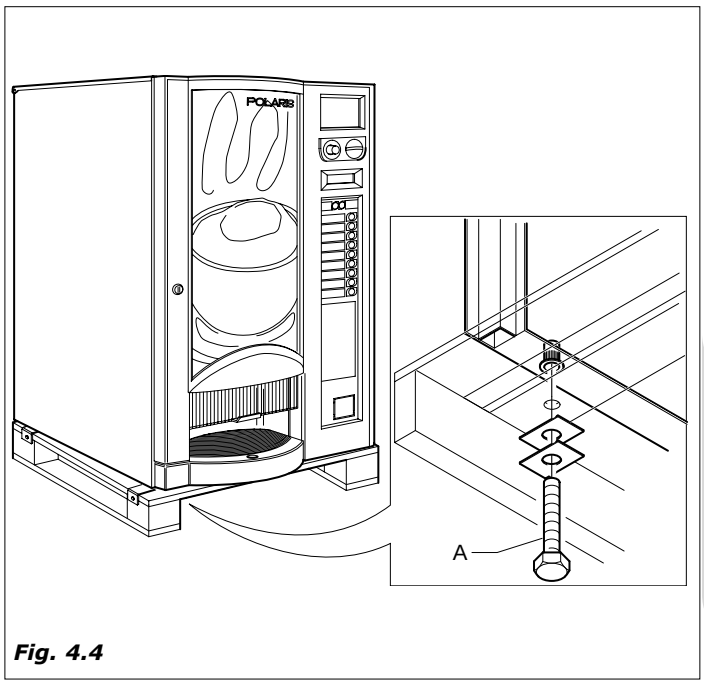

Fig. 4.4
Desganchar o distribuidor do pallet para o transporte, desparafusando os parafusos (A) que o bloqueiam ao pallet mesmo *(Fig.4.4)*.